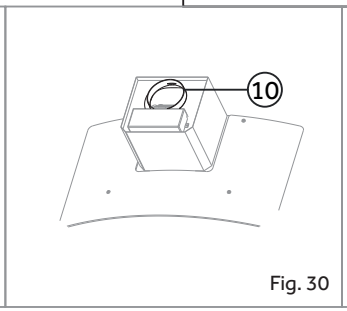

Fig. 30
3. Encaixe um dos lados do Duto Flexível na entrada da Válvula Corta Fluxo (que já vai fixada) e fica na parte superior do Corpo do Produto. Fig. 30;